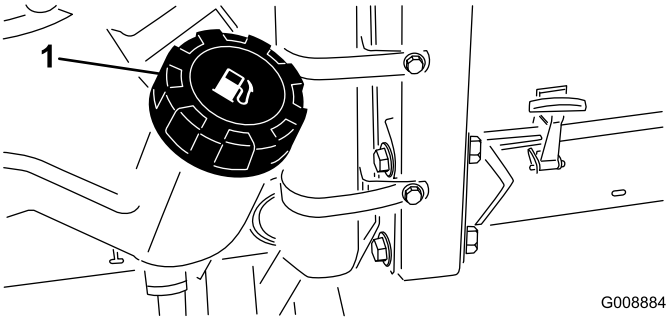

Figur 21
1. Rengör området runt tanklocket (Figur 21).